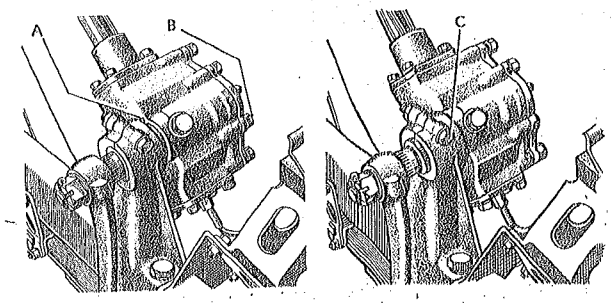

Fig. 3 *STR 1458*
1. Unscrew the setscrew B (Fig. 3) from the side cover of the steering box, countersink the screw hole and fit the $\frac{5}{16}$" B.S.F. countersunk head screw which is supplied. This is to give extra clearance for the injection pump.
2. Detach the steering arm from the steering box, Remove the steering box bracket and replace it with the new one supplied. When fitting the steering box to the new bracket, push it into the bracket as far as it will go, leaving no gap at A, and then file a new notch in the steering box for the clamp bolt C—see Fig. 3.